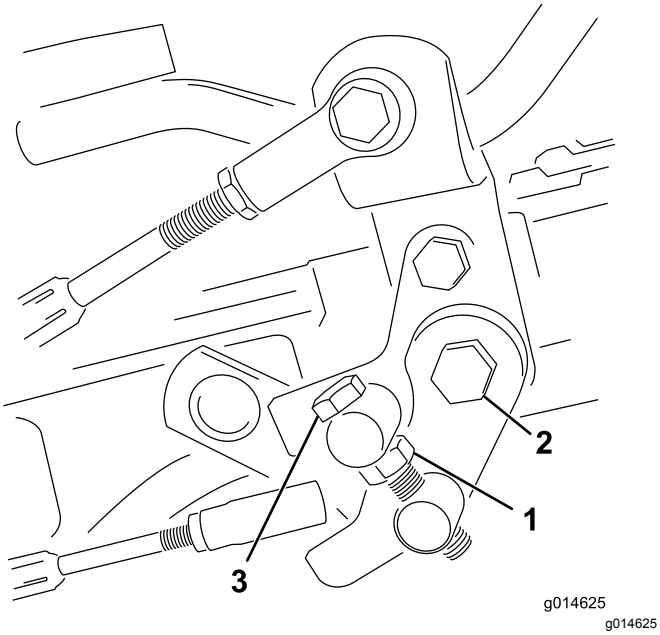

Figuur 36
1. Draai de contramoer op de draaitapbout los (Figuur 36).
4. Draai de contramoer op de draaitapbout en de moer op het scharnierpunt van het pedaal vast om de afstelling te vergrendelen (Figuur 36). Controleer de afstelling en stel nogmaals af indien dit nodig is.